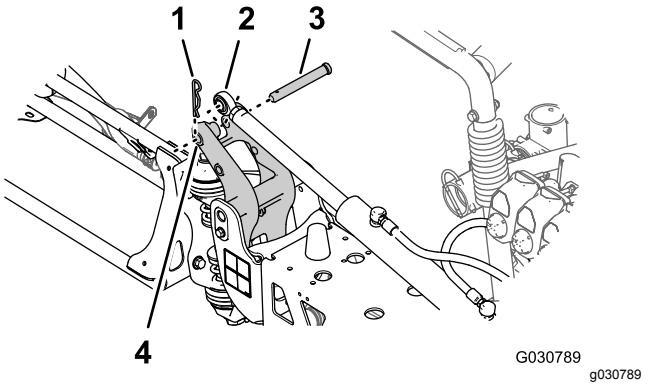

Figur 122
6. Rett inn stangenden på løftesylinderen med hullet på 25 mm i hornet på svingkoblingen (Figur 122).
7. Fest løftesylinderen til svingkoblingen med splittpinnen og hårnålssplintpinnen (Figur 122) du fjernet i trinn 2 i Fjerne løftesylinderne (side 19).